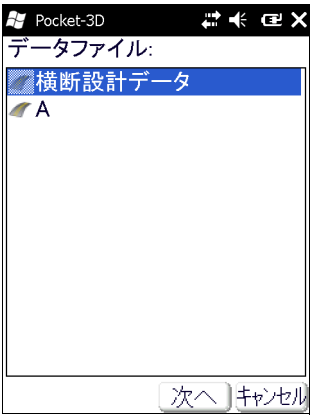

図 3-9. データファイル
2. データファイルから入力するリストを選択し、**【次へ】**をタップします（図 3-9）。